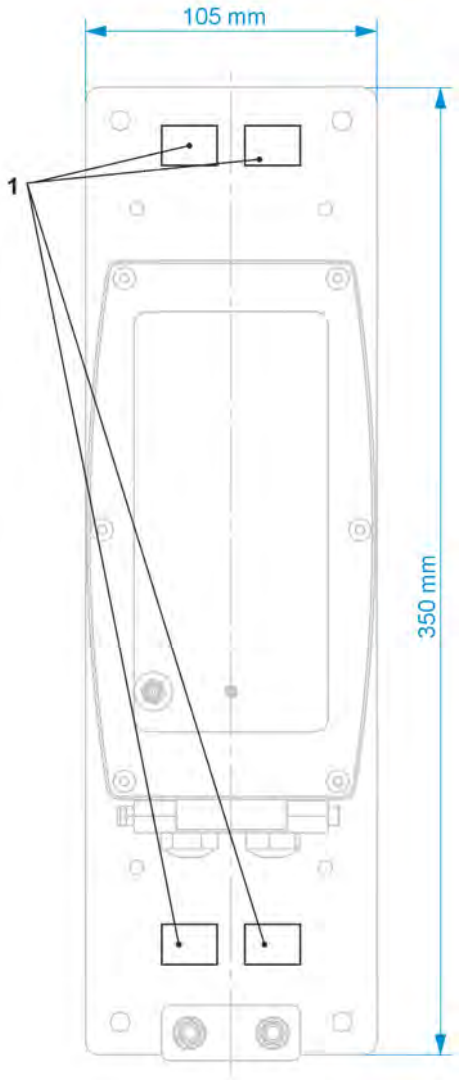

Fig. 24-2 Fastening on a mast using hose clamps
- Enclosure rear panel mounted on the mounting plate *ZMS0 176* (3 mm thick); mounting plate fixed to a mast (see Fig. 24-2) with clamps (openings see Fig. 24-2 Pos. 1)